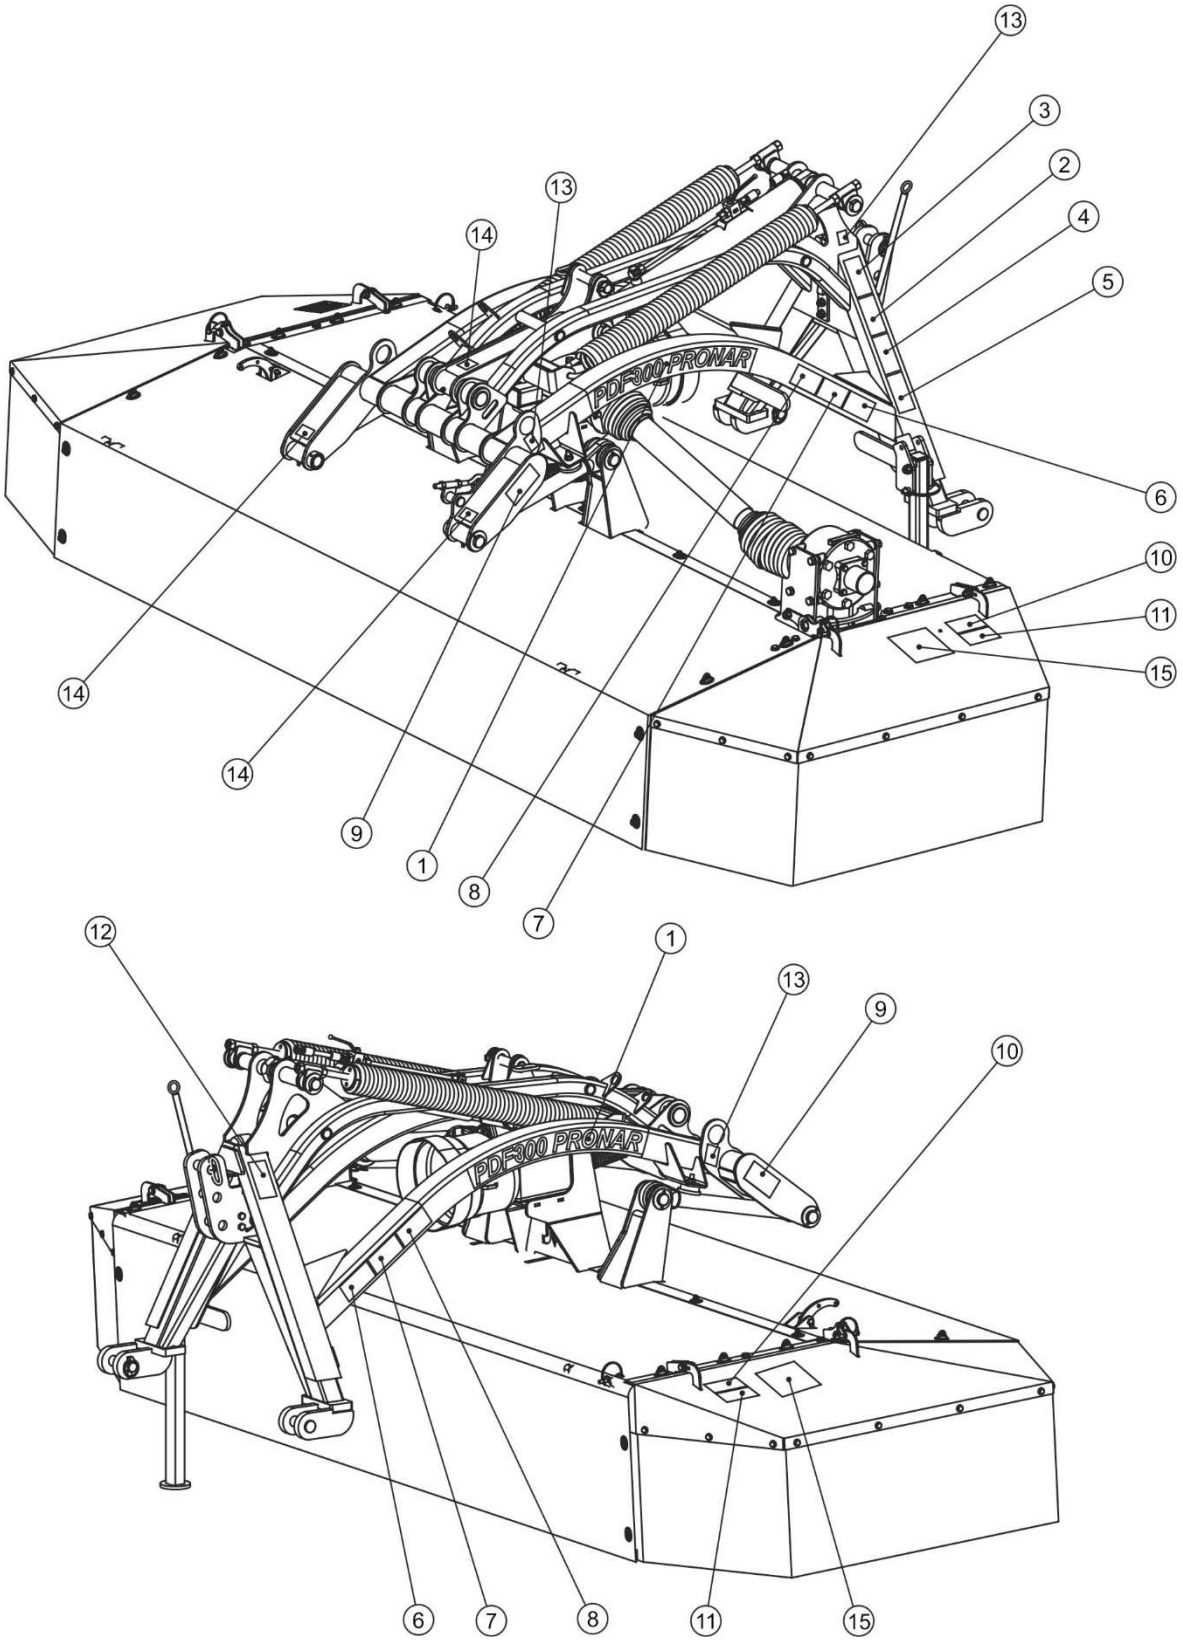
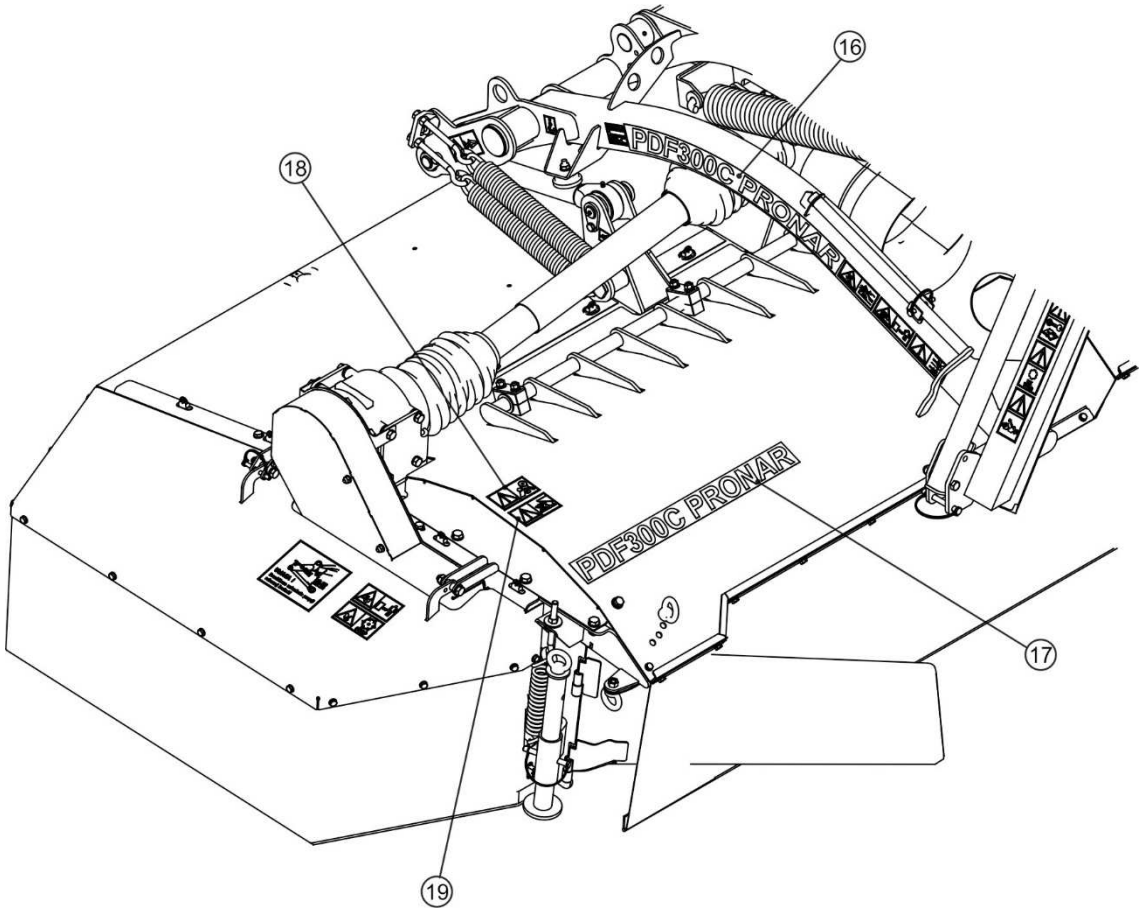

**РИСУНОК 2.1 Размещение информационных и предупреждающих наклеек**
**РИСУНОК 2.2 Размещение информационных и предупреждающих наклеек**
*Нумерация в столбце "№ п/п" соответствует обозначению наклеек (РИСУНОК 2.1; РИСУНОК 2.2)*